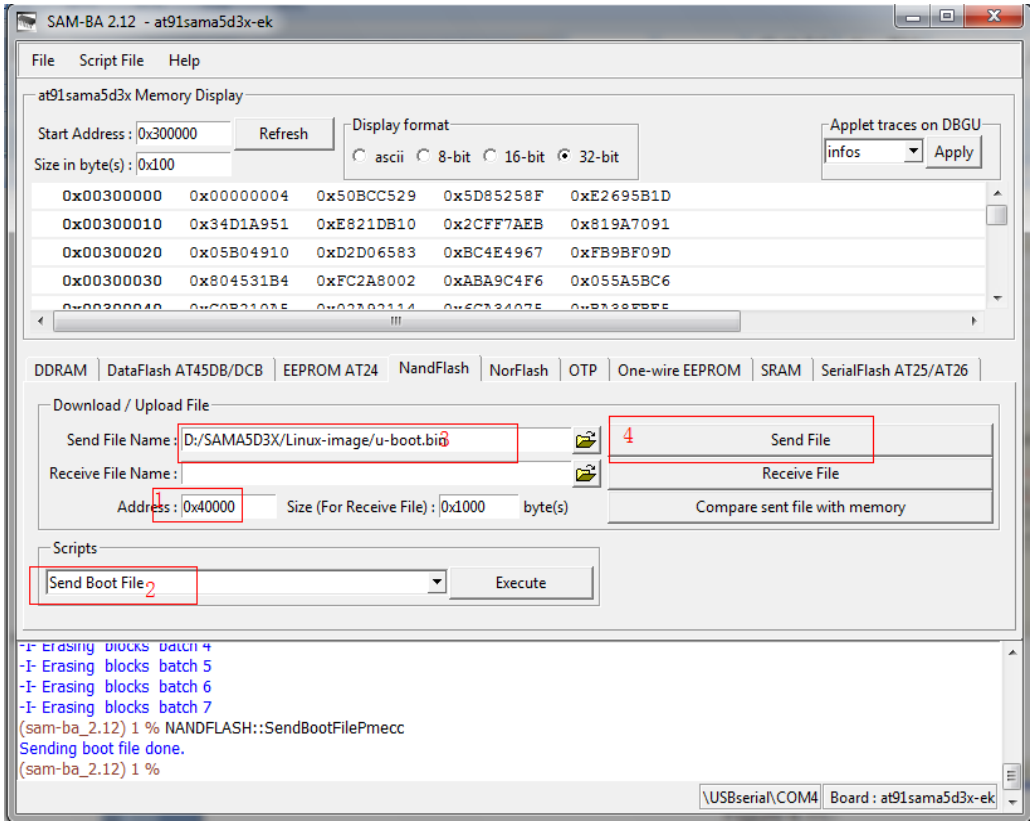

Figure 3-12
⑤ Download [u-boot. bin] to 0x40000. Refer to figure 3-12: